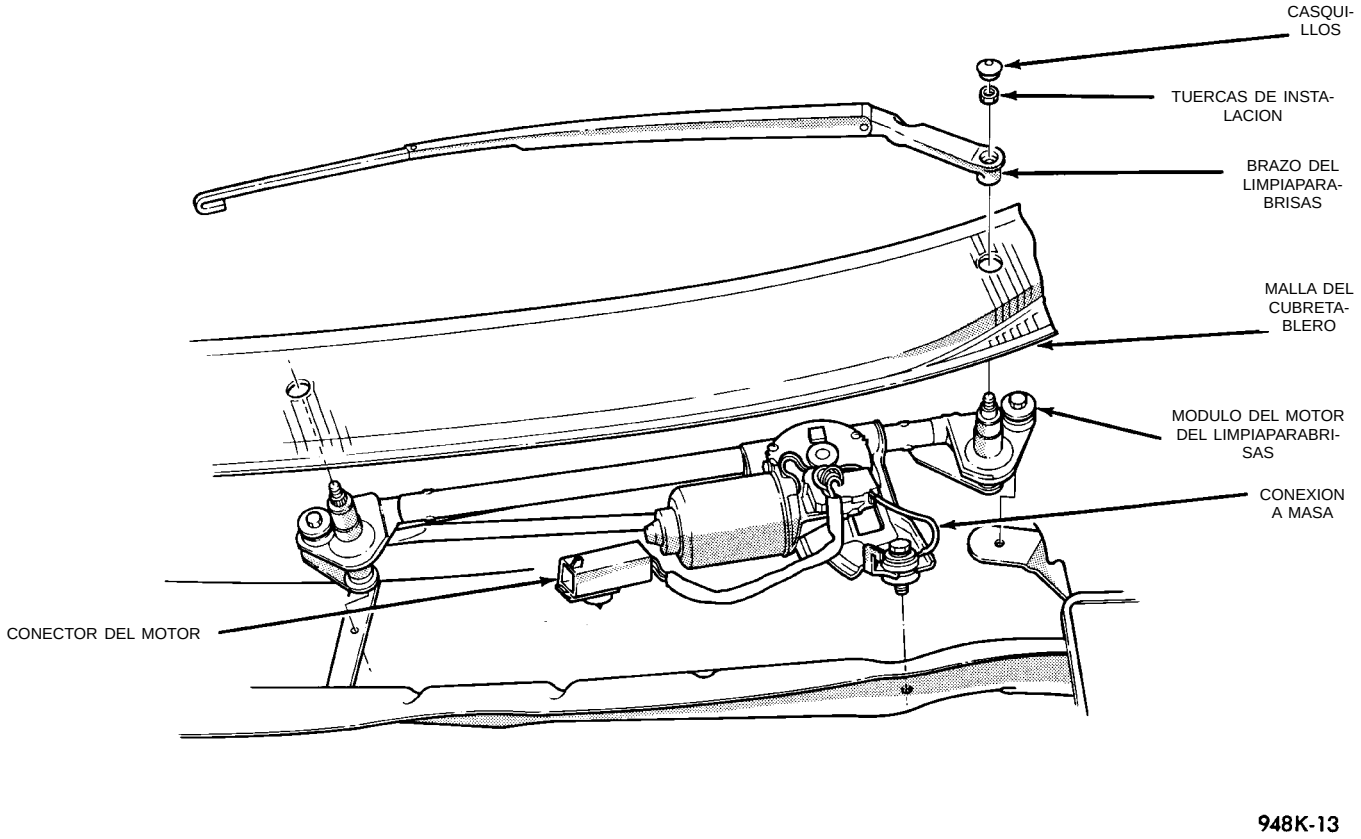

Fig. 9 Motor del limpiaparabrisas y módulo de articulación
(1) Retire el módulo del limpiaparabrisas tal como se describió con anterioridad (Fig. 9).
(2) Desconecte la articulación del brazo del limpiaparabrisas insertando un destornillador entre el casquillo esférico y la articulación. Luego gire el destornillador y levante en línea recta la articulación.
(1) Retire los brazos y escobillas del limpiaparabrisas (Fig. 9).